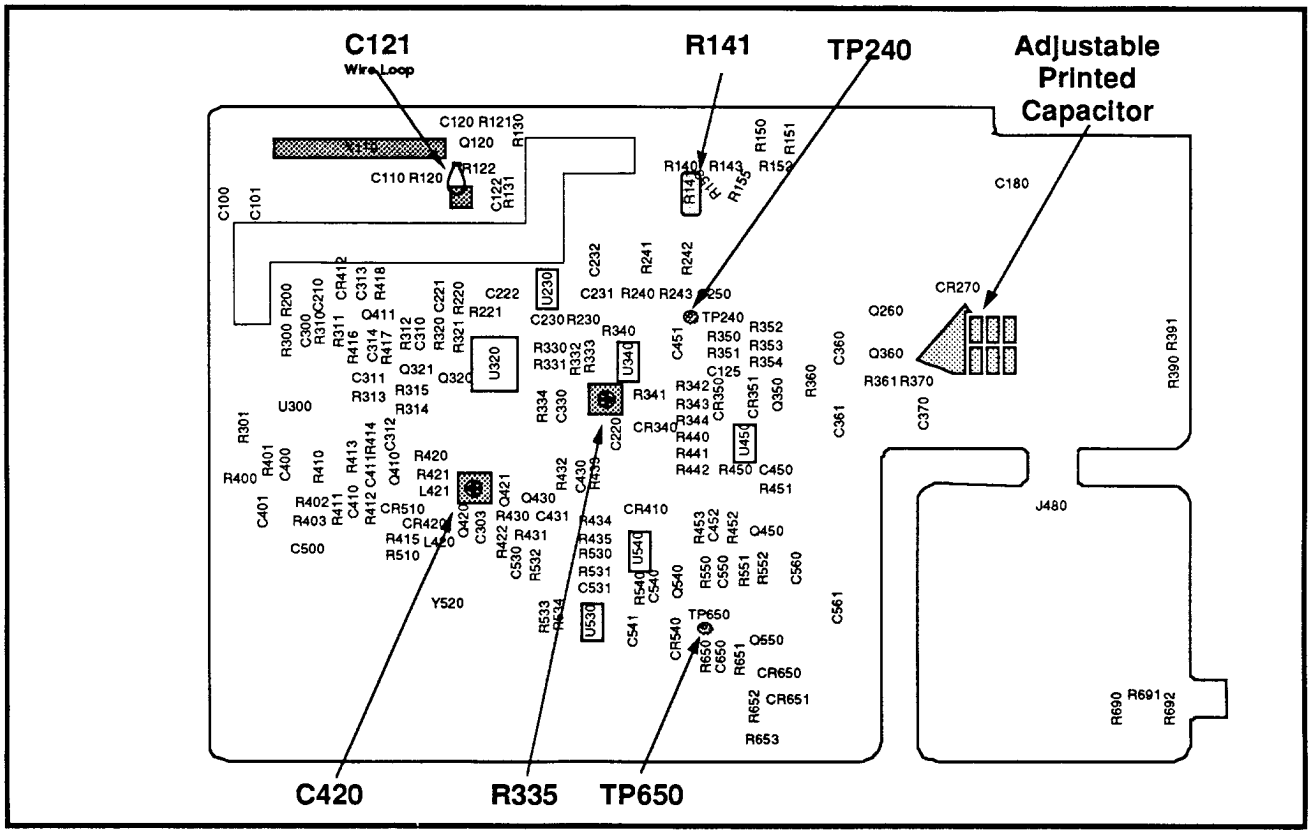
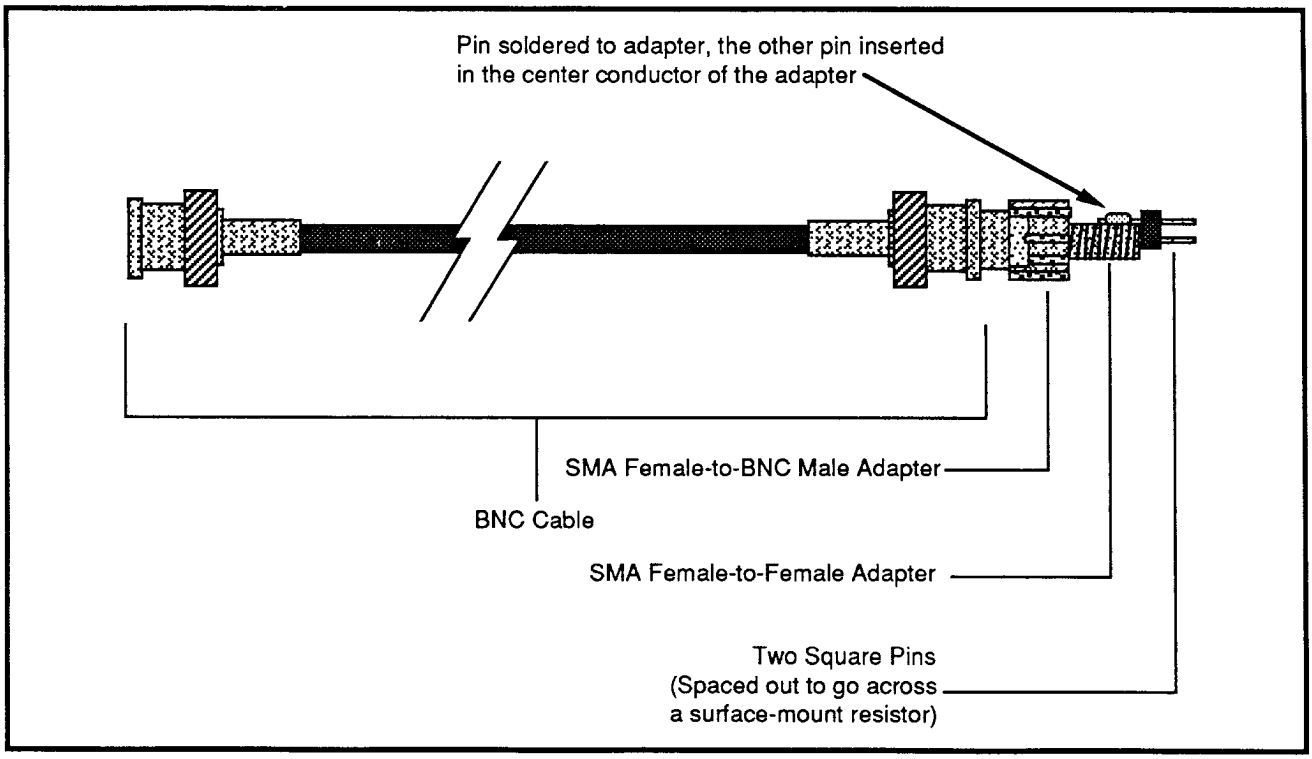
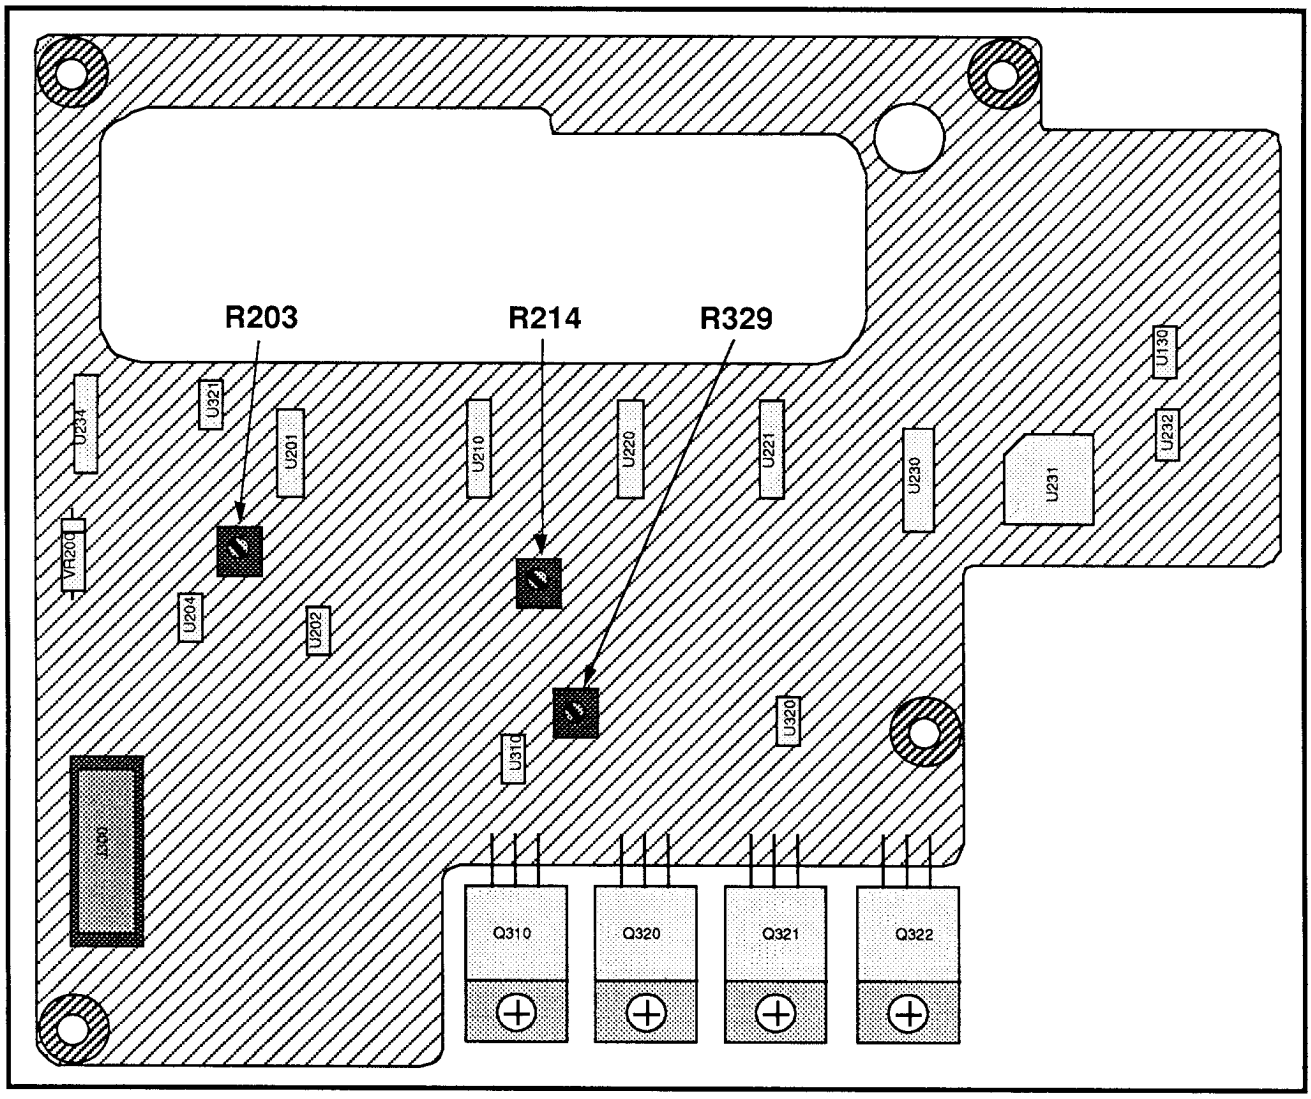

Figure 4-15. Adjustment locations on the Phase Lock Loop board.
Figure 4-16. Special probe construction.
Figure 4-17. Adjustment locations on the Interface board.
- Special Test Probe (Figure 4-16)
(1) Enable SPECTRAL DISPLAY IN MENUS mode by pressing UTIL 4 3 6. Press any menu button to exit the menu.
(2) Enable the 105.5 MHz oscillator by pressing UTIL 5 7 4, and set the frequency DAC value at 1600 by pressing 1 and entering 1600 (terminate with W).
(3) Monitor the collector of Q420 on the Phase Lock Loop board with the test oscilloscope. Set the test oscilloscope vertical for 50 mV/div and AC-coupled, and set the sweep rate at 0.1 µs/div.
(4) Adjust C420 for peak amplitude on the test oscilloscope. See Figure 4-15 for the location of C420.
(5) Press 9 (frequency count enable) and check that the counted frequency is ≈105 MHz. If it is not, readjust C420 to the next signal peak and check again. Repeat this step until the count is ≈105 MHz.
(6) Set the frequency DAC value at 0 by pressing 1 and entering 0 (terminate with W).
(7) Press 9 (frequency count enable) and check that the counted frequency is ≥105.501 MHz.
(8) Turn the FREQ/MKRS knob counter-clockwise one click (frequency DAC value =4095).
(9) Press 9 (frequency count enable) and check that the counted frequency is ≤105.496 MHz.
(1) Enable SPECTRAL DISPLAY IN MENUS mode by pressing UTIL 4 3 6.
(2) Enable the 105.5 MHz oscillator by pressing UTIL 5 7 4. (This enables the tracking generator.)
(3) Monitor TP240 on the Phase Lock Loop board with test oscilloscope. See Figure 4-15 for the location of TP240.
(4) Adjust C121 (Figure 4-15) on the Phase Lock Loop board for 7 VDC at TP 240. (C121 may be a wire loop, chip capacitor, or metal tab.)
(5) Turn the power off and back on, and check for +7 VDC at TP240.
(6) Select the following settings on the test spectrum analyzer:
(7) Monitor the signal across R141 on the Phase Lock Loop board with the test spectrum analyzer using the Special Test Probe of Figure 4-16 (Special Test Probe across R141). Locate a 2110 MHz signal across R141.
(8) Reduce the Span/Div setting to 200 kHz while keeping the 2110 MHz signal centered with the FREQ/MKRS knob.
(9) Set R335 on the Phase Lock Loop board fully clockwise. See Figure 4-15 for the location of R335.
(10) Use the test spectrum analyzer reference level control to set the 2110 MHz signal 10 dB above top screen.
(11) Make a note of the phase noise amplitude 300 kHz (1.5 divisions) away from the 2110 MHz signal.
(12) Adjust R335 on the Phase Lock Loop board to raise this phase noise by 3 dB.
(13) Recall default power-up settings by pressing UTIL 1 1.
(1) Connect the tracking generator Output to the RF INPUT.
(3) Set the tracking generator output attenuation to 0 dB by pressing 0 0 Y.
(4) Set the AMPLITUDE DAC VALUE to 1600 by pressing 2, entering 1600, and pressing keypad W to terminate the entry. Press any menu button to exit the menu.
(5) Recall the saved spectrum analyzer flatness display settings by pressing UTIL 1 8 W.
(6) Enable B, C MINUS A mode by pressing DSPL 2 and B, C MINUS A OFFSET TO CENTER by pressing DSPL 3. Turn off all displays except the B DISPLAY.
(7) Connect the tracking generator output to the RF INPUT.
(8) Set R329 (Figure 4-17) on the Interface board for a signal near mid-screen.